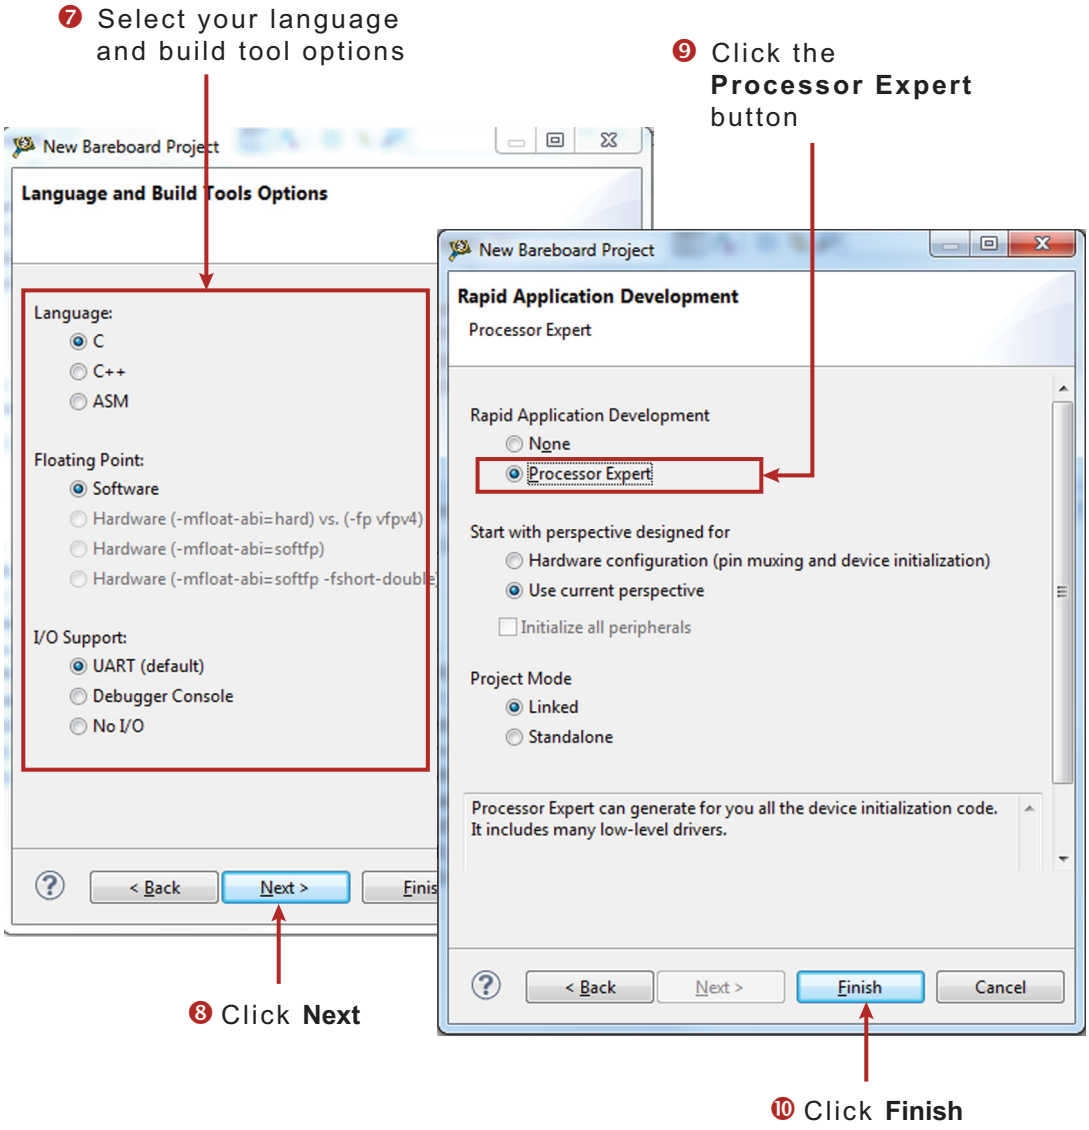

Figure 34. Selecting the language, build tools, and the rapid application development options
4. In the **Language and Build Tools Options** dialog box, select the options that apply to your project. (In Figure 34, the default options are selected.) Then click **Next**.